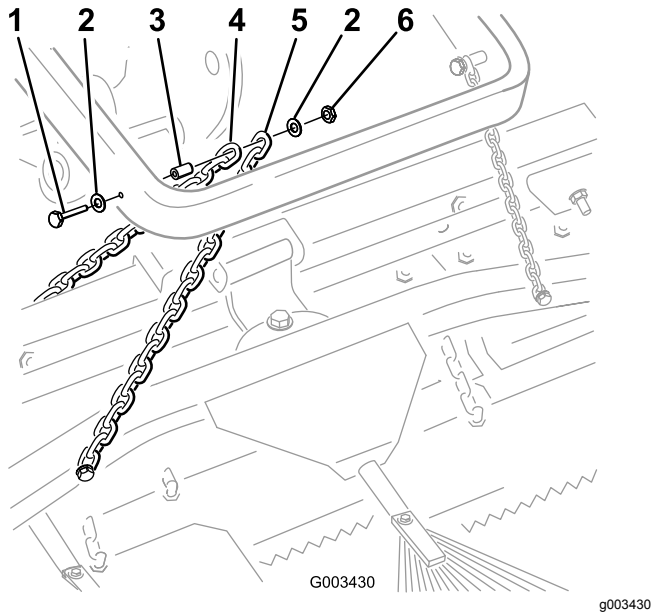

Bild 6
B. Befestigen Sie jede Kette mit einer Schraube (3/8“ -1/2“l), 2 Scheiben (3/8 x 7/8“), einem Distanzstück und einer Bundmutter (3/8“) an der Seite des Hubarms, wie in Bild 6 dargestellt.